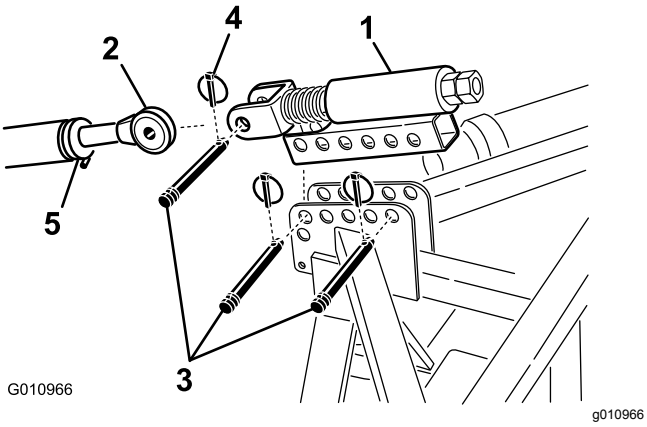

Rysunek 9
1. Zamocuj górny łącznik ze sprężyną do wspornika aeratora, używając 2 sworzni łącznika oraz zawleczek (Rysunek 9).
2. Poluzuj nakrętkę zabezpieczającą na górnym łączniku jednostki jezdnej. Wyreguluj długość górnego łącznika tak, aby sięgał do jarzma na górnym łączniku ze sprężyną po stronie aeratora (Rysunek 9).
3. Zamocuj górny łącznik jednostki jezdnej do jarzma na górnym łączniku ze sprężyną i zabezpiecz połączenie sworzniem łącznika i zawleczką (Rysunek 9).
6. Obracaj górny łącznik, aż sprężyna zostanie ściśnięta o około 13 mm (Rysunek 9).